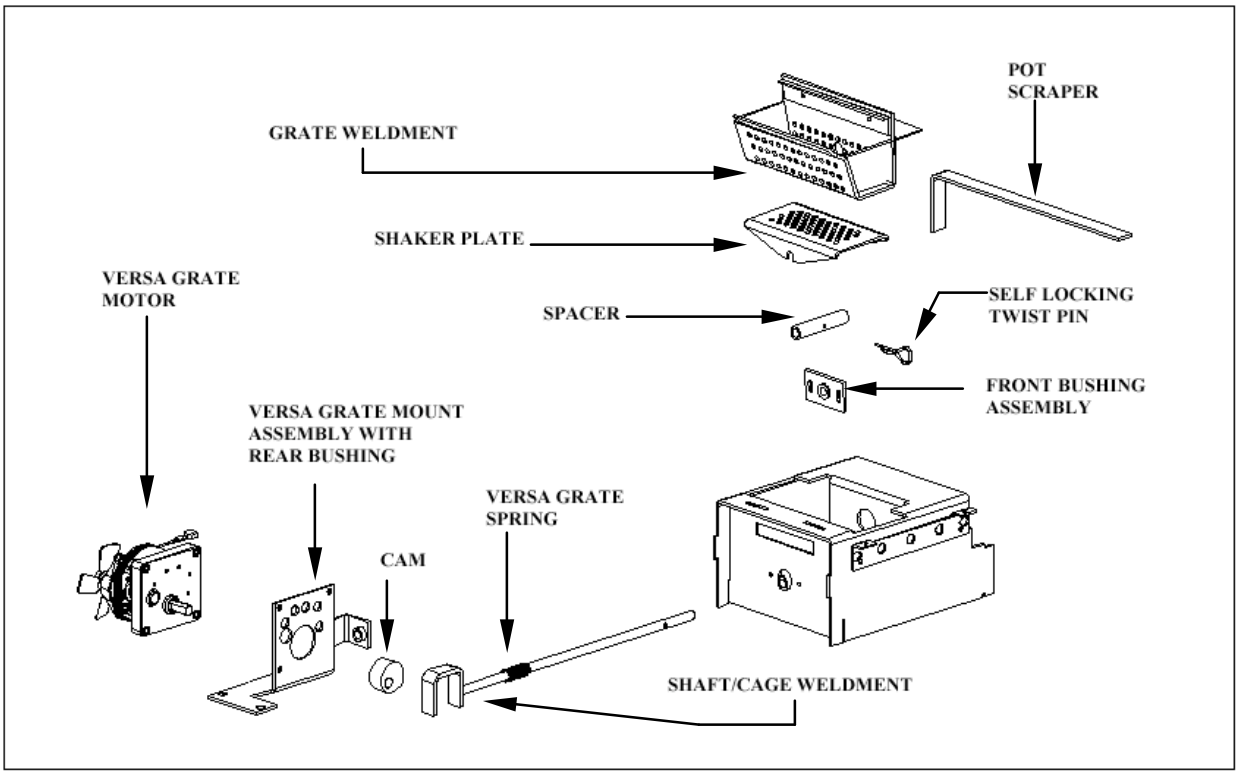
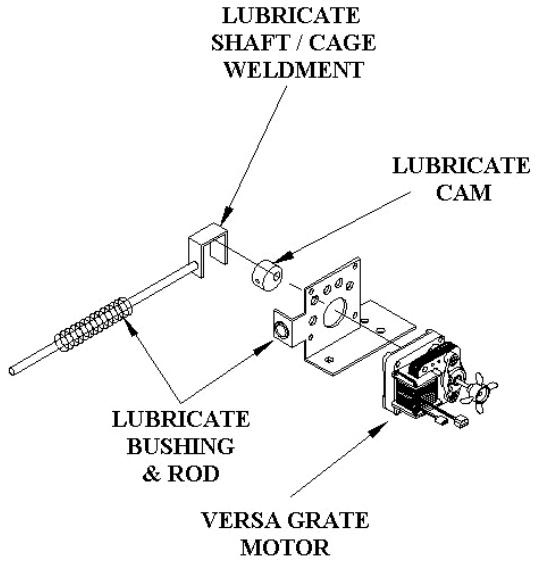

Figure 5
Figure 11
All models are equipped with the Versa Grate System (see Figure 5 below). The benefit of this feature is that the stove can operate for longer periods of time, with most fuels, without the grate requiring cleaning. If the flame becomes dark orange, is accompanied by black smoke or burns with a lazy motion - it's time to clean the grate.
The Versa Grate System – First, let's become familiar with the burn system in a St. Croix Pellet stove. The system in the York Insert is a little different than in the Freestanding models (See Fig 5 below). There is a 2-piece burnpot. The top Part is called the **"Grate Weldment"**. This sits on top of the **"Shaker Plate"**. This in turn sits on top of the **"Shaft/Cage Weldment"** and is held in place with the **"Spacer"** & **"Self Locking Twist pin"**. The Shaft/Cage weldment is moved towards the front of the stove and then towards the back of the stove by the **"Cam"** that is connected to the **"Versa Grate Motor"**. This motion is constant while the stove is in operation. The only parts that may need to be removed for cleaning purposes during the Daily or Periodic Maintenance are the "Grate weldment" and the "Shaker Plate". The holes in the burnpot will get plugged with use and should be checked regularly.
1. Check Grate Weldment and Shaker Plate (See figure 5) to determine if holes are plugged. Clean as needed. With proper precautions the grate may be partially cleaned while the stove is hot. Follow these steps:
d. Use the "scraper" provided to move the burning pellets to one side of the grate, leaving the ash in the bottom of the grate. (See Fig 5 & 6)
3. Clean holes in the Grate Weldment and Shaker Plate at least weekly. Remove the burn grate and use a small metal object to clean out plugged holes (*See figure 5*).
7. With the Room Fan removed you have easy access to the **Versa Grate system**. This should also be lubricated on a yearly basis with some High Temp Anti-Seize (can be purchased at a local car parts store). There are several areas to lubricate (see figure 11 below). They are: the Cam, Rear Bushing & Rod of the Shaft/Cage Weldment and the Front Bushing *(for location of the front bushing see figure 5 on page 9, it is located in the front of the stove, below the Grate Weldment and Shaker Plate in the Firebox).*